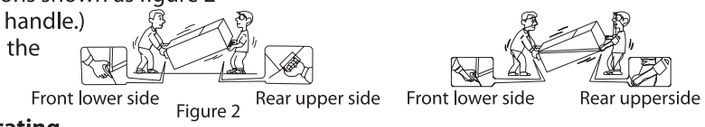

Figure 2
- When carrying, hold the positions shown as figure 2 (Never hold by the door or the handle.) -Please lift from the bottom of the refrigerator when moving.